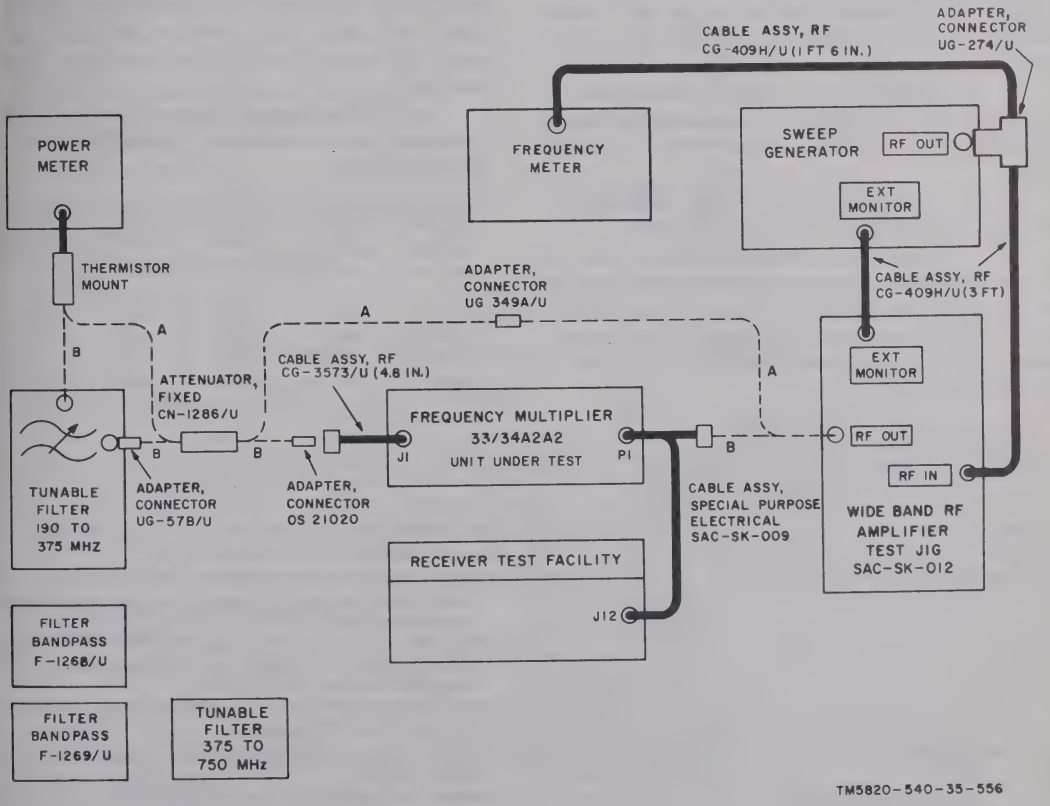

Figure 4–244. Frequency multiplier 33A2A2 or 34A2A2 harmonic rejection check, test setup.
1. Connect the test equipment as shown in A, figure 4–244.
5. Connect the test equipment as shown in B, figure 4–244.